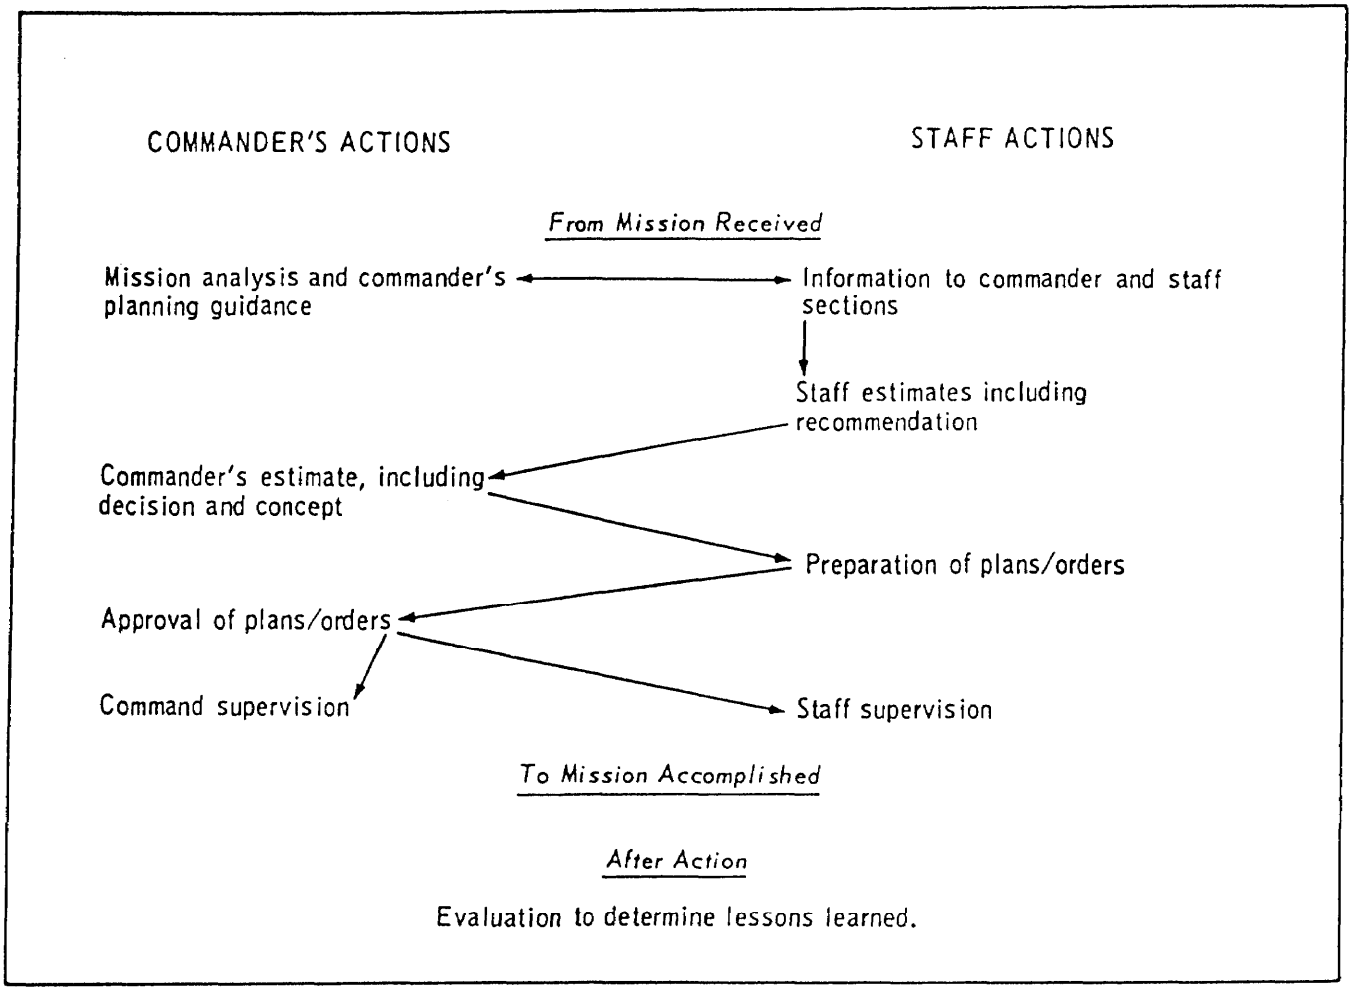

Figure 10-1. Commander and Staff Planning Actions.
a. Planning for Tropo Company employment is accomplished at TCC(A) and Theater Signal Brigade level. Plans and orders generally will originate at the Signal Brigade's communications system planning element (CSPE). When the Tropo Company is assigned to a composite battalion, the plans will be further developed by the battalion staff. The Tropo Company must advise higher commanders and staff of unit readiness and be involved in higher headquarters planning.
c. There are numerous functions that must be planned within the Tropo Company. Systems plans, diagrams, and circuit orders are prepared in the Company Operation Center primarily by the Company commander and area communications chief or C-E operations chief. Logistics support, unit movements, site preparation and defense, and so forth, are planned by the Company commander and all subordinate leaders. When doing so, they should follow the same sequence of commander and staff planning actions used by higher commanders and their staffs. This sequence, shown in figure 10-1, describes a logical and systematic way to solve problems. The extent to which each step (exclusive of the decision) is performed by the Company commander varies. It can be influenced by the situation and time available. Frequently, many of these steps are carried out concurrently. The initial step involves mission analysis-determining precisely what has to be done before determining how best to accomplish it. This decisionmaking process is described in detail in FM 101-5.